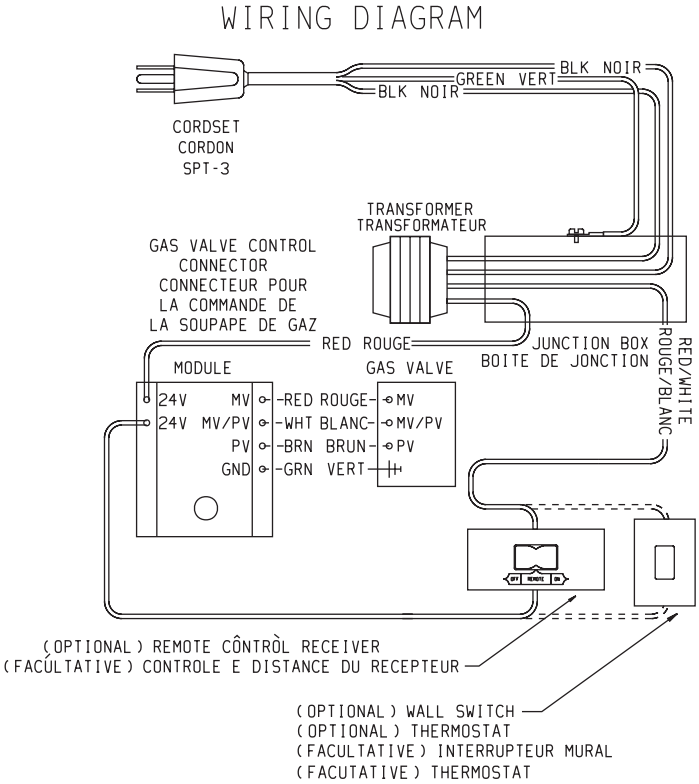

**Figure 73**
**ELECTRICAL CONNECTION (Figure 73)**